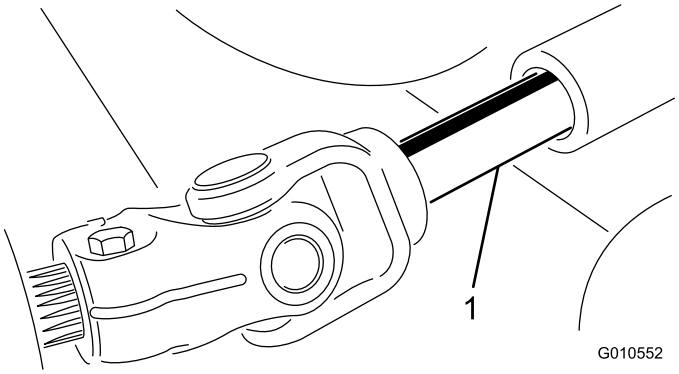

**Figure 20**
5. Éloignez le plateau de coupe de la machine, en séparant les parties mâle et femelle de l'arbre de PDF (Figure 20).
3. Insérez l'arbre de PDF mâle dans l'arbre de PDF femelle (Figure 20).